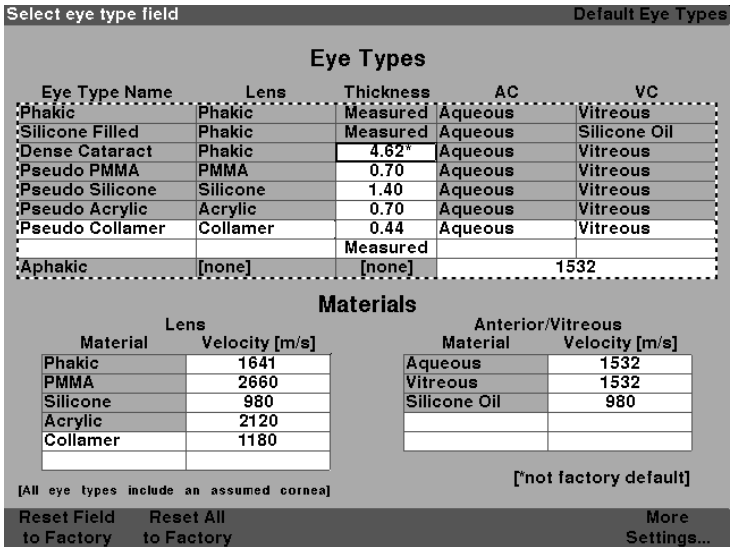

Figure 5-14 Non-Factory Field
1. Rotate the knob until the field you would like to reset is selected with a solid black border as shown in Figure 5-14 below.